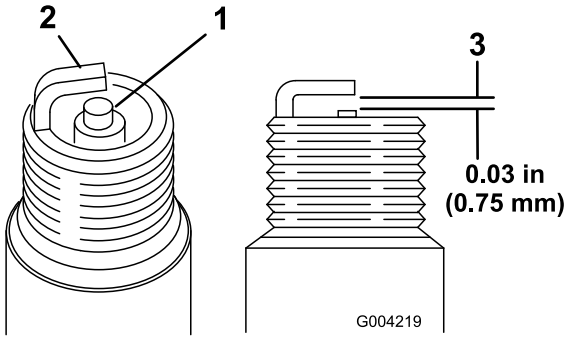

Figura 51
1. Veja a parte central de ambas as velas de ignição (Figura 51). Se verificar uma cobertura castanha ou cinzenta no isolante, o motor está a funcionar correctamente. Uma cobertura preta no isolante indica que o filtro de ar está sujo.
2. Verifique a folga entre os eléctrodos central e lateral (Figura 51).
3. Dobre o eléctrodo lateral (Figura 51) se a folga não for a correcta.